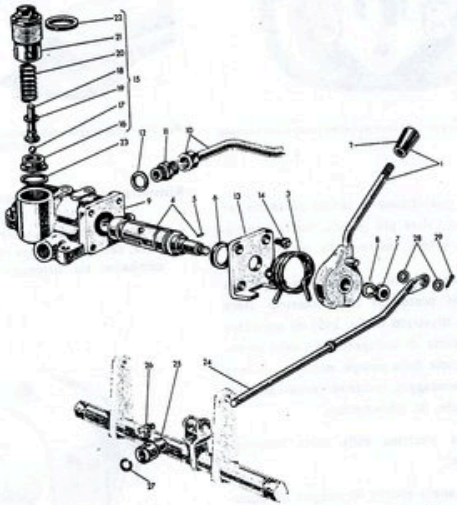

Fig. 249 - Parti del rubinetto distributore e del comando sollevatore idraulico.
2) un gruppo distributore, posto sul coperchio della scatola cambio (fig. 249);